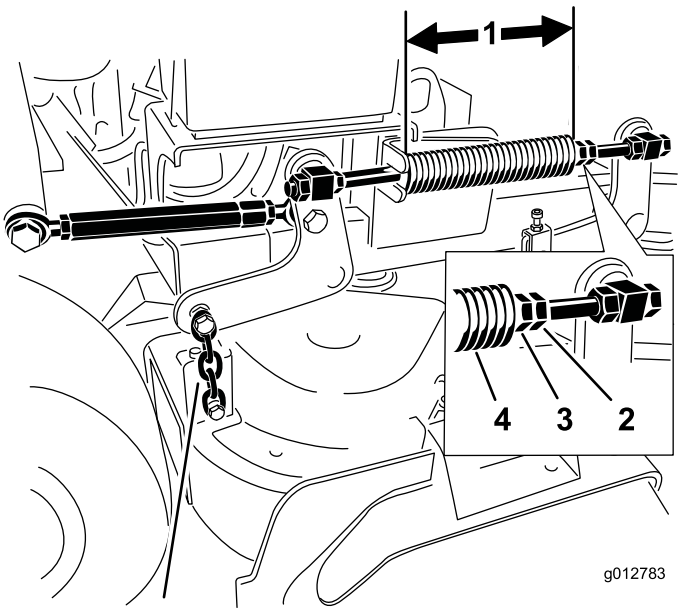

Bild 87
2. Messen Sie die Länge der Druckfeder. Die Nennlänge beträgt 28,2 cm für 91-cm-Mähwerke und 25,7 cm für 102-cm-Mähwerke (Bild 87).
3. Stellen Sie den Abstand ein. Lösen Sie die Federklemmmutter und drehen Sie die Mutter vorne an jeder Feder (Bild 87).
4. Arretieren Sie die Mutter, indem Sie die Federklemmmutter anziehen (Bild 87).